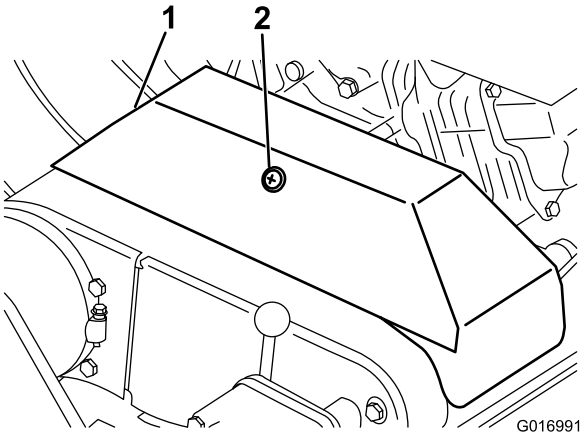

**Figuur 40**
2. Draai de borgschroef los waarmee de kap van de V-riem is bevestigd, en draai de kap open (Figuur 40).